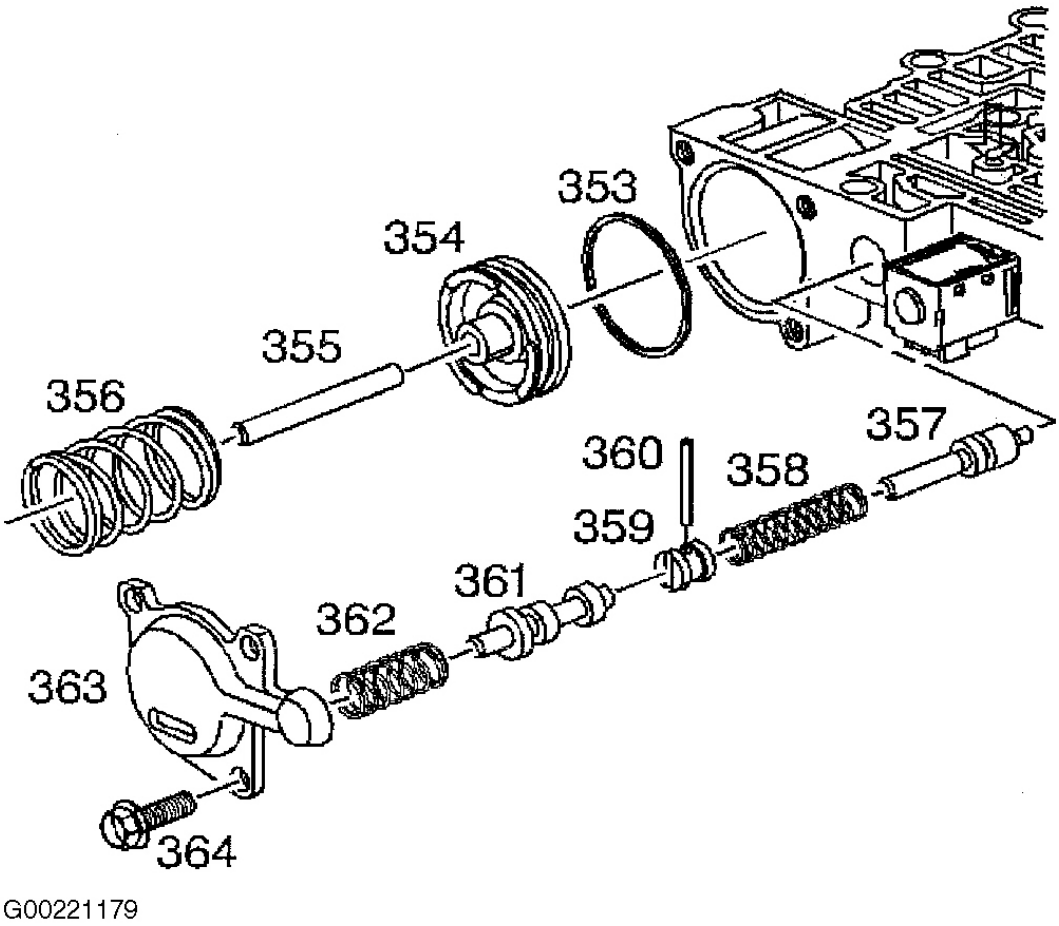

Fig. 63: Removing/Installing Forward Accumulator & Overrun Assembly
2. Remove the forward accumulator cover bolts (364) and the forward accumulator cover (363). Remove the forward accumulator spring (356), forward accumulator piston (354), and the forward accumulator pin (355). Remove the low overrun valve spring (362) and the low overrun valve (361). Remove the coiled spring pin (360) and the bore plug (359). Remove the forward abuse valve spring (358) and the forward abuse valve (357). See **Fig. 63** .